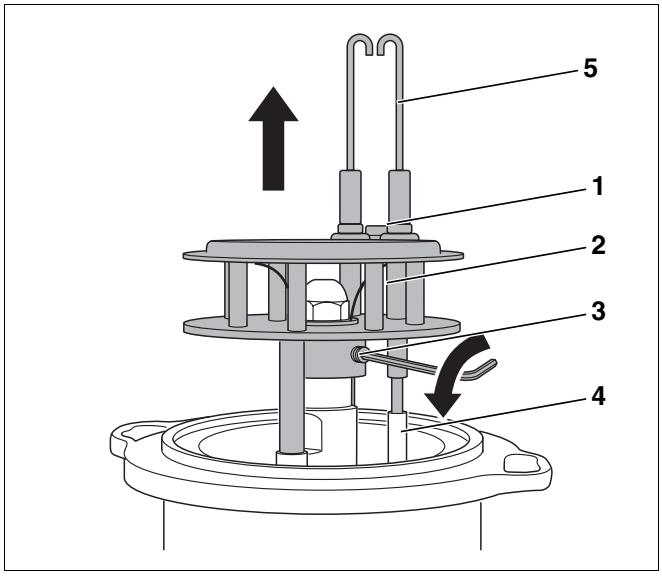

Abb. 34 Mischsystem demontieren
- Schraube (Abb. 34, **Pos. 1**) zwischen den Zündelektroden lösen.
- Zündleitungen (Abb. 34, **Pos. 4**) abziehen.
- Zündelektrode (Abb. 34, **Pos. 5**) ausbauen.
- Gewindestift (Abb. 34, **Pos. 3,** Seite 31) lösen und Mischsystem (Abb. 34, **Pos. 2**, Seite 31) nach oben abziehen.